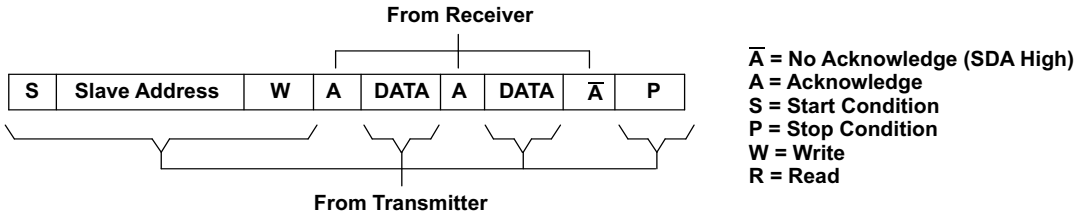
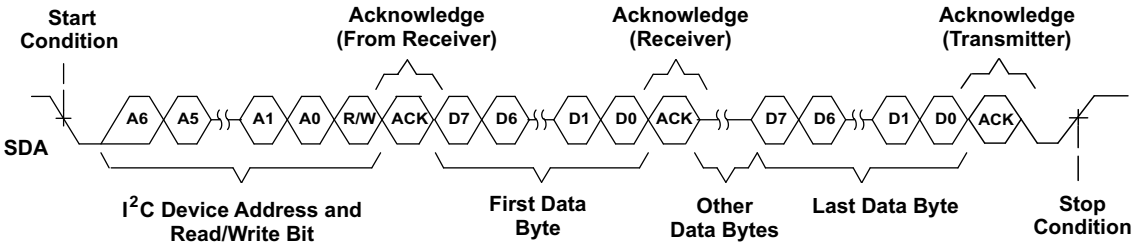
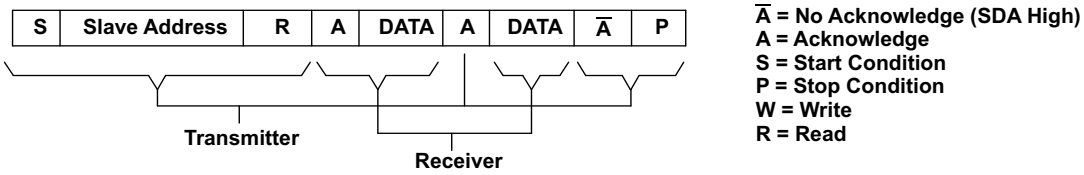
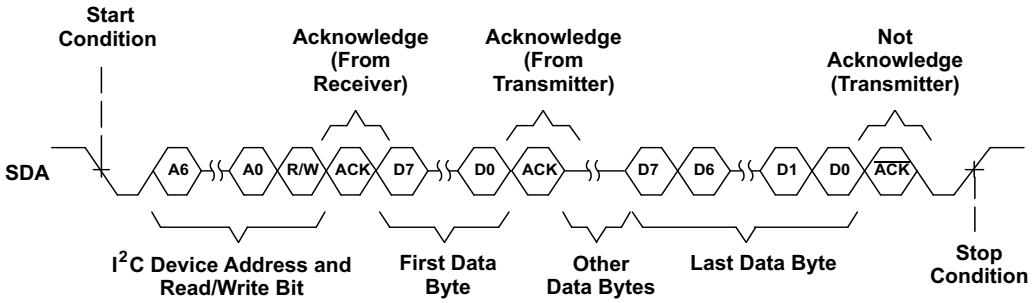

Figure 62. I²C Write Cycle
Figure 63. Multiple Byte Write Transfer
Figure 64. I²C Read Cycle
Figure 65. Multiple Byte Read Transfer
During a write cycle, the transmitting device must not drive the SDA signal line during the acknowledge cycle, so that the receiving device may drive the SDA signal low. After each byte transfer following the address byte, the receiving device pulls the SDA line low for one SCL clock cycle. A stop condition is initiated by the transmitting device after the last byte is transferred. An example of a write cycle can be found in Figure 62 and Figure 63. Note that the THS7313 does not allow multiple write transfers to occur. See example section – Writing to the THS7313 for more information.
acknowledges data bytes sent by the slave. When the master has received all of the requested data bytes from the slave, the not acknowledge (A) condition is initiated by the master by keeping the SDA signal high just before it asserts the stop (P) condition. This sequence terminates a read cycle as shown in Figure 64 and Figure 65. Note that the THS7313 does not allow multiple read transfers to occur. See example section – Reading from the THS7313 for more information.
The THS7313 operates using only a single byte transfer protocol similar to Figure 62 and Figure 64. The internal subaddress registers and the functionality of each are found in Table 2. When writing to the device, it is required to send one byte of data to the corresponding internal subaddress. If control of all three channels is desired, then the master has to cycle through all the subaddresses (channels) one at a time, see the example section *–Writing to the THS7313* for the proper procedure of writing to the THS7313.